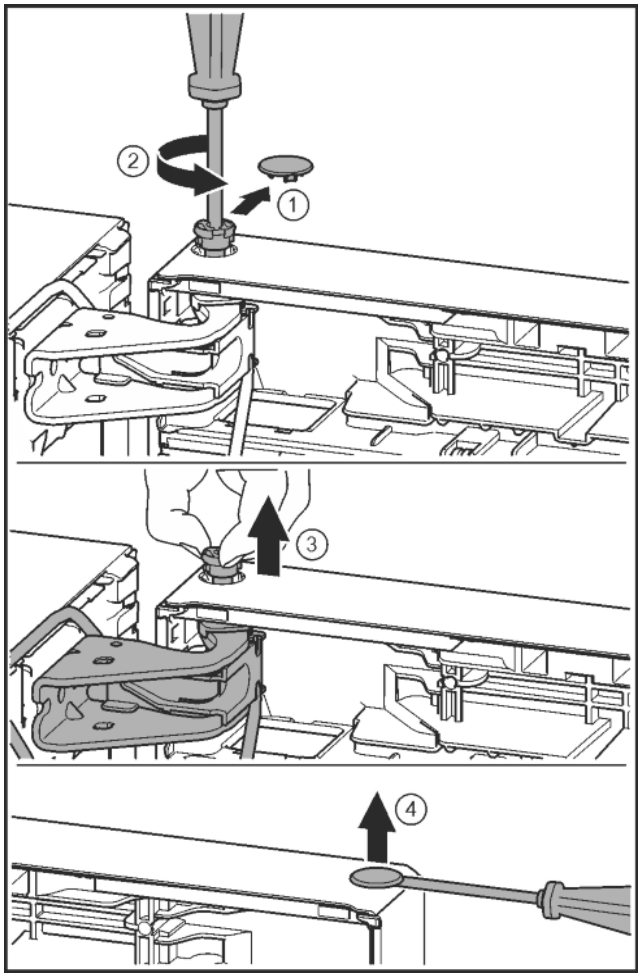

Fig. 23
- ▶ Carefully remove the safety cover. *Fig. 23 (1)*
- ▶ Undo the bolt a little with a T15 screwdriver. *Fig. 23 (2)*
- ▶ Hold the door and remove pins with your fingers. *Fig. 23 (3)*
- ▶ Carefully lift the plugs out of the door bearing bush with a slotted screwdriver and remove. *Fig. 23 (4)*